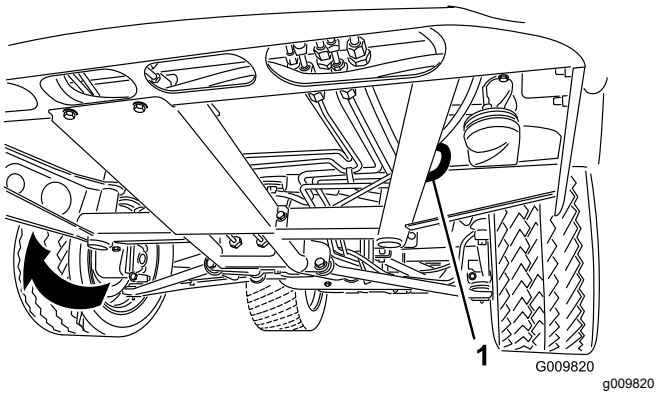
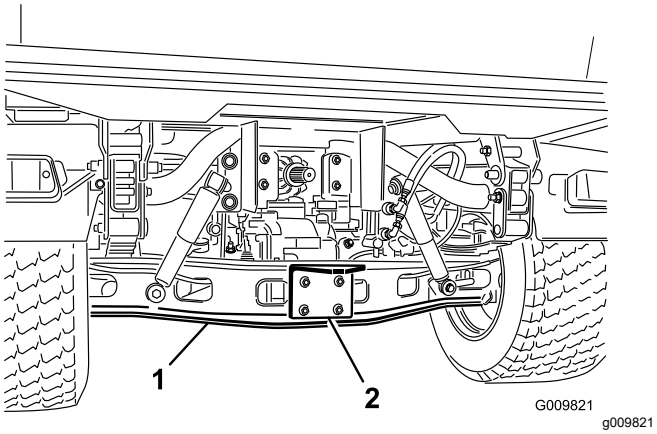

**Figura 19**
**Figura 20**
Consulte en Figura 19 y Figura 20 la ubicación de los puntos de amarre de la máquina.
1. Conecte un cable de remolque al punto de remolque, en la parte delantera del bastidor de la máquina (Figura 19).